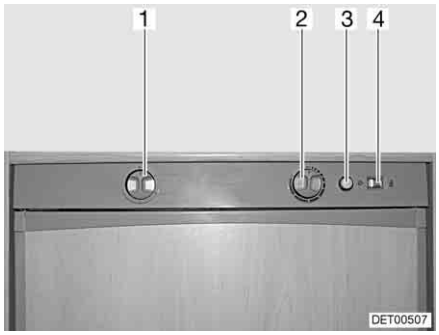

Fig. 141 Operating controls for the refrigerator (Dometic 7 series with manual ignition)
- Set energy selector switch (Fig. 141,1) to "GAS".
- Press the control knob (Fig. 141,2), turn it to the highest level and hold it down. Wait until gas gets into the burner.
- Press the gas ignition button (Fig. 141,3) repeatedly until the flame appears in the inspection glass (bottom left in the refrigerator).
- Keep the control knob (Fig. 141,2) pressed down until the flame indicator (Fig. 141,4) becomes green and then release it.
- Set energy selector switch (Fig. 141,1) to "230 V".
- Use the control knob (Fig. 141,2) to adjust the refrigerating temperature.
- Set energy selector switch (Fig. 141,1) to "12 V".